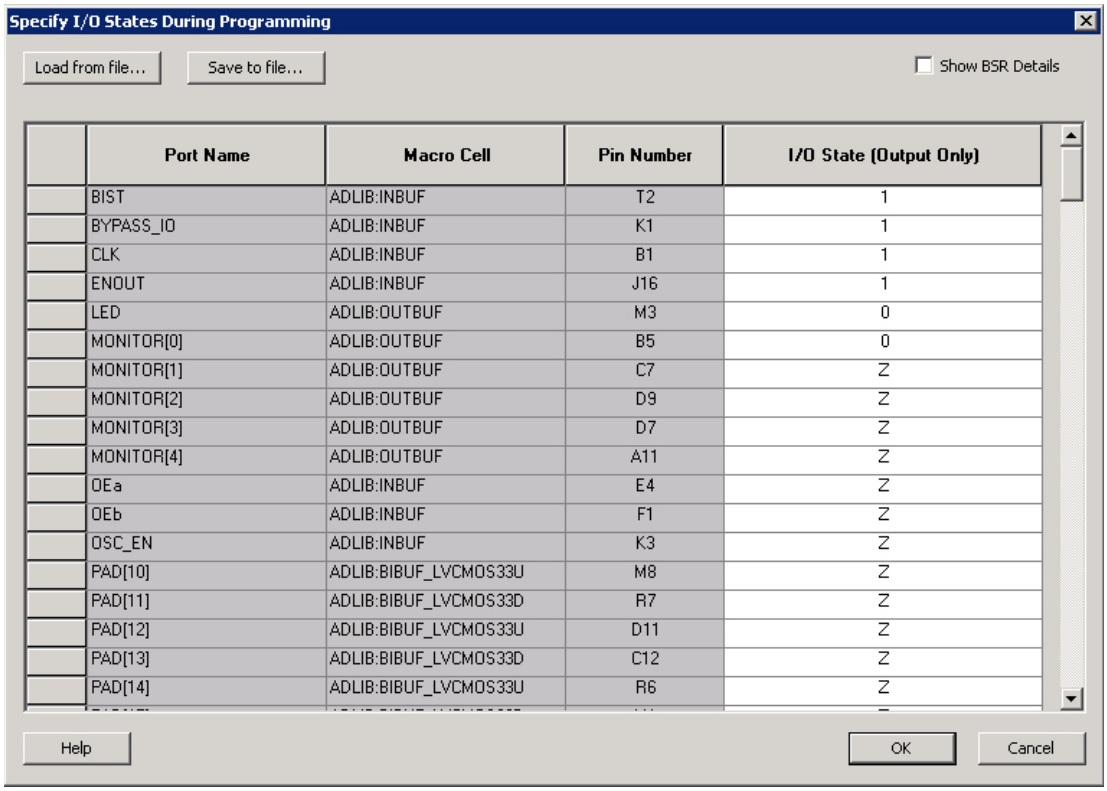

Figure 1-3 • **I/O States During Programming Window**
4. Sort the pins as desired by clicking any of the column headers to sort the entries by that header. Select the I/Os you wish to modify (Figure 1-3 on page 1-9).